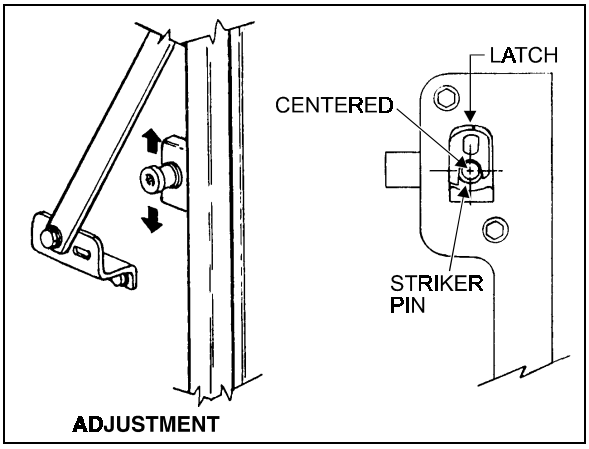

FIGURE 48: BAGGAGE COMPARTMENT DOOR 18068
5. Install both striker pins, bring the door close to them, and adjust the height of pins so they are well centered with latches (Fig. 48).